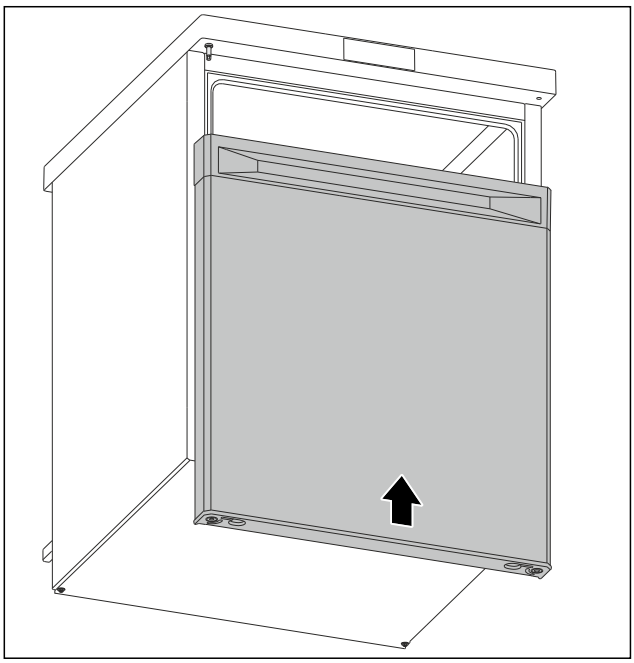

Fig. 13
- ▶ Skyv døren i lukket tilstand på den øvre bolten. (se Fig. 13)